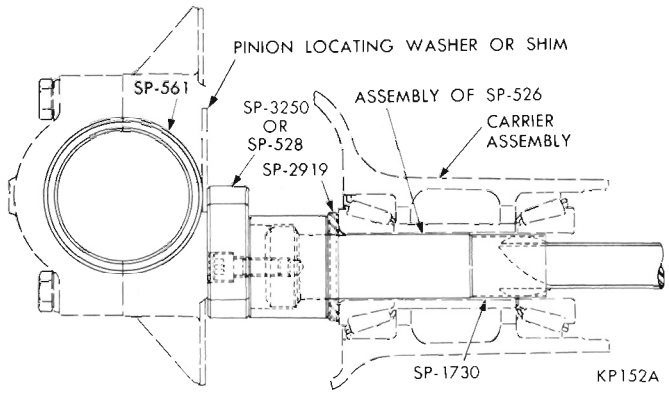

Fig. 27—Pinion Preload with Spacer (8-3/4" Ring Gear)
(1) With tool installed in carrier, remove main screw nut, centralizing washer, compression sleeve and front pinion bearing cone.
(2) Install the pinion bearing spacer, larger bore of spacer next to rear bearing.
(3) Position sleeve (SP-1730) in front bearing cone making sure sleeve is flush with rear of bearing.
(4) Position original shims, previously removed from drive pinion stem, over the sleeve and slide the sleeve, bearing and shims over main screw of tool until shims rest against spacer (Fig. 27).
(5) Install tool compression sleeve (SP-535) (square end out), centralizing washer (SP-534) and main screw nut (SP-533). Turn carrier in stand to bring nut on top.
(6) Tighten tool nut to 240 foot-pounds with a torque wrench, using holding Tool C-3281 on the